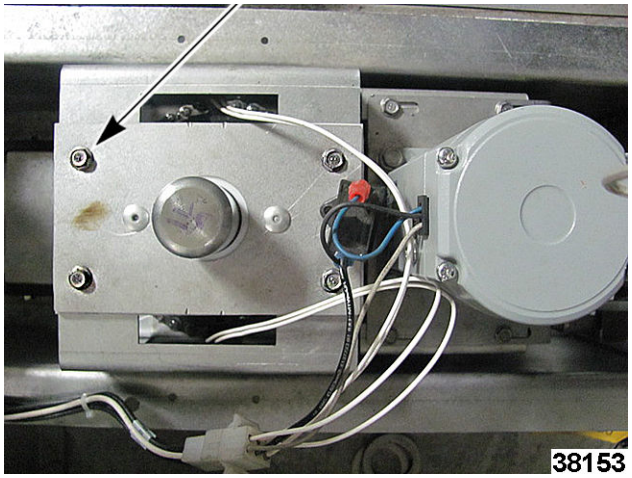

Fig. 73
D. Remove screws (Fig. 73) securing Teflon bearing bracket to rotate/lift assembly, and lift from assembly.